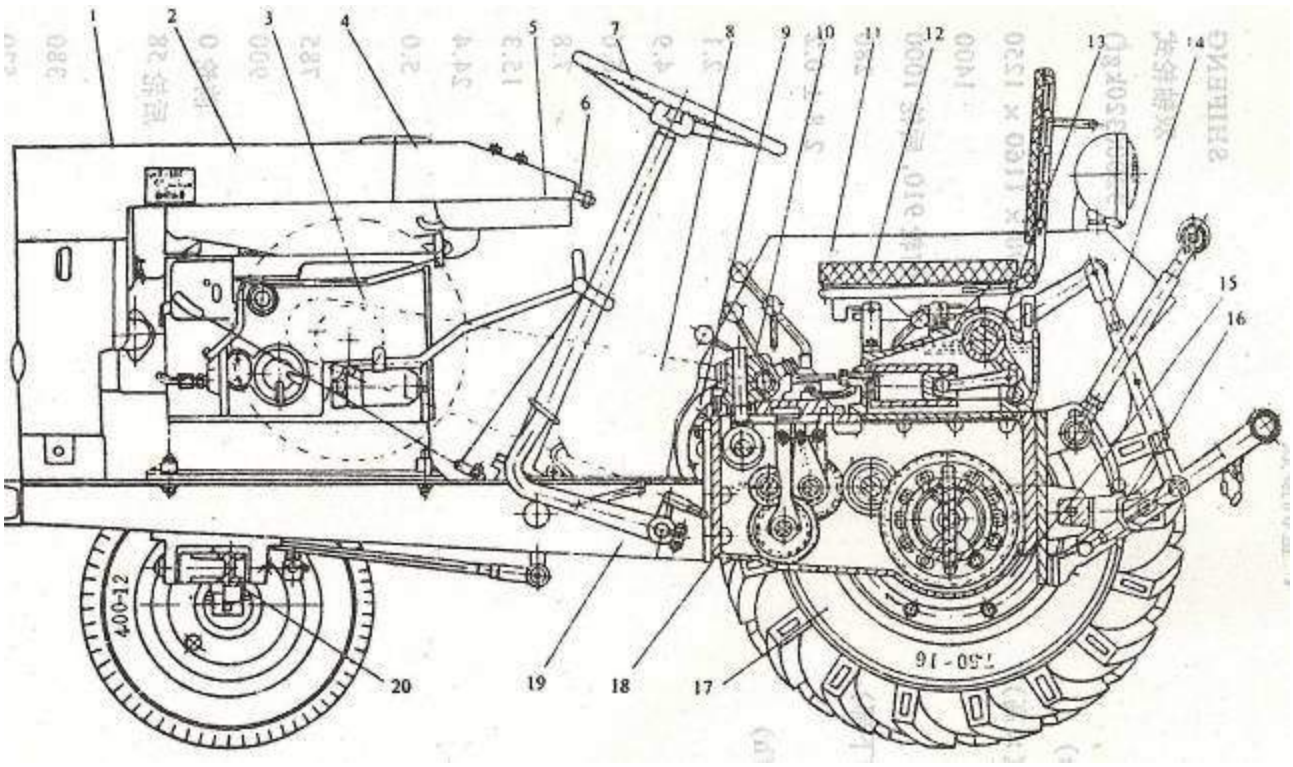

Рис. 2-2 Инструменты и управление
2.2.1 Показания давления масла (рис. 2-2, 2-3, 2-4)
2.2.2 Датчик температуры воды (рис. 2-2, 2-3, 2-4)
2.2.4 Включатель освещения (рис. 2-2, 2-3, 2-4)
2.2.5 Переключатель сигналов поворота (рис. 2-2, 2-3, 2-4)
2.2.6 Рукоятка дроссельной заслонки, педаль газа (рис. 2-2)
2.2.8 Педаль сцепления (рис. 2-2)